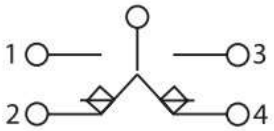

Рис.1 Мгновенного действия
1.1.12. Электрическая схема контактов на выключатели приведена на рис.1 и 2.